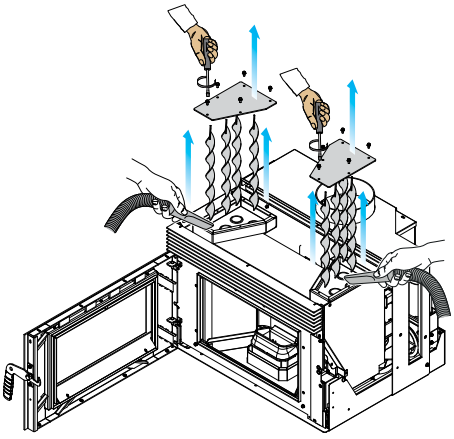

Afb. 7.16
C) De bovenste afdekplaatjes van de inzethaard verwijderen en de asresten wegzuigen (Afb. 7.16)